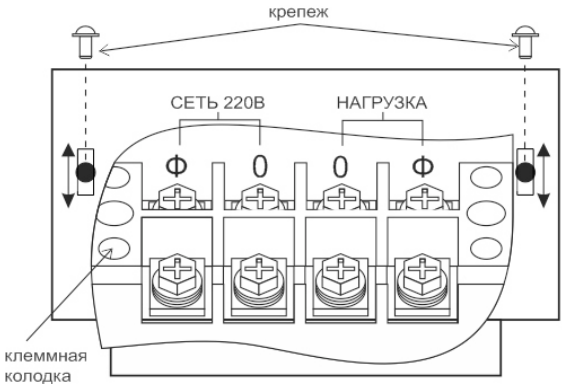

Рисунок 3 – Схема подключения к клеммной колодке
- Подключить провода нагрузки и сети к клеммной колодке в соответствии с назначением и фазировкой (см. рис.3);